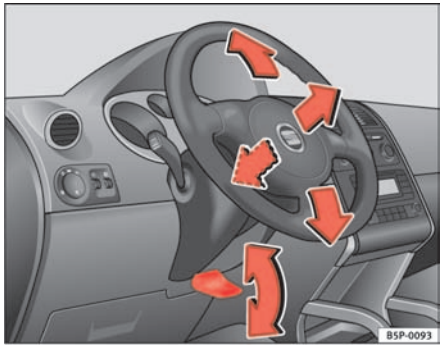

Fig. 89 Adjusting the steering wheel position
– Push the lever under the steering column ⇒ fig. 89 down ⇒ ⚠.